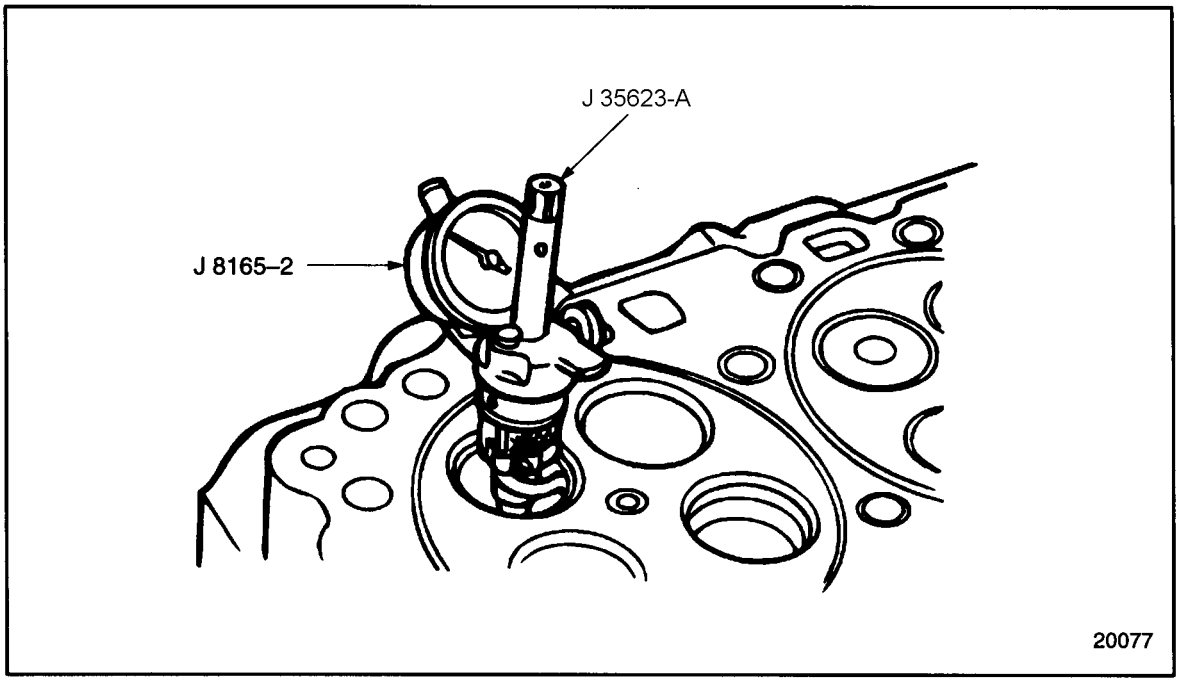

Figure 1-85 Check Valve Seat Concentricity
6. Check the concentricity of valve seat with the valve guide using dial indicator, J 8165-2, and pilot, J 35623-A. See Figure 1-85.